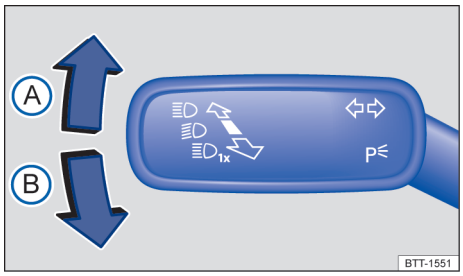

Fig. 81 À gauche sur la colonne de direction : Levier des clignotants et de l'inverseur-codes
2. En partant de la position médiane, amenez le levier dans la position souhaitée → fig. 81.